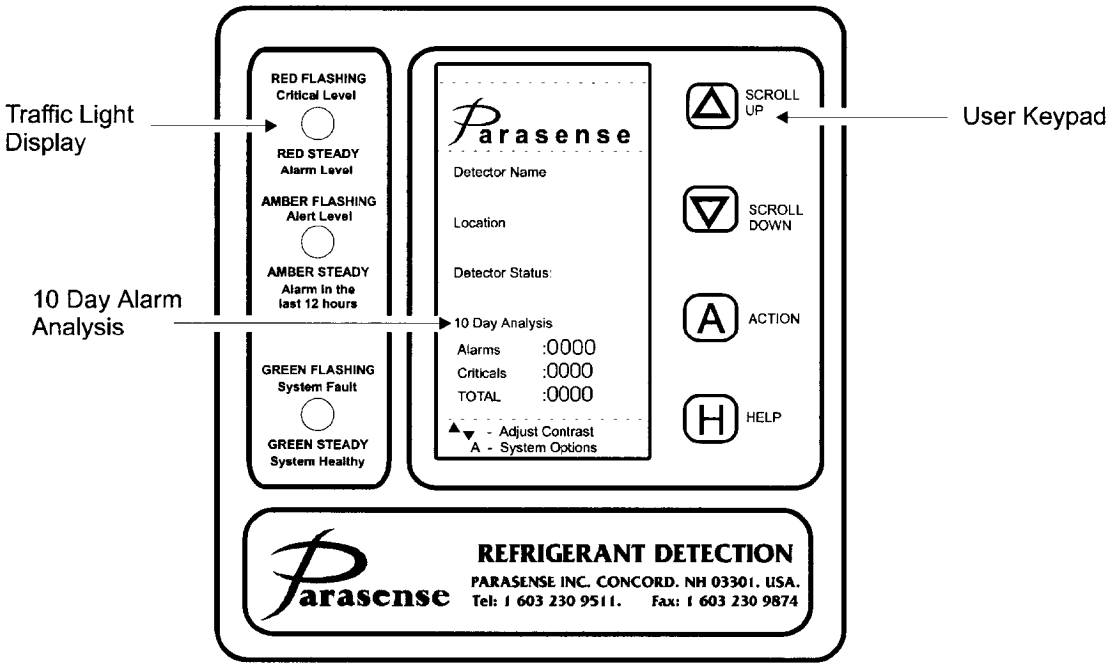

Figure 1-2. Operator’s Keypad Display
c. Alarms can be generated at three different levels described as “Alert,” “Alarm,” and “Critical.” These alarms can be signalled to other devices using the four configurable relays, the two RS-232 communication ports, or the RS-485 communication port. On some ships, the alarm signal is sent to a continuously manned remote location (e.g., Central Control Station or Damage Control Central) to alert supervisory personnel of a refrigerant leak. If the monitor is not mounted within sight of the entrance to the monitored space, a remote beacon sounder can be used to alert personnel that an alarm condition exists. The current alarm status and an analysis of alarms over the preceding 10 days are indicated on the operator’s keypad display (see figure 1-2). Details of system alarms, events, and readings are stored within the monitor and can be accessed via the operator’s keypad. Local and remote access is also available through the RS-232 connection using Parasense SE8000 PC software (refer to paragraph 1-4).
The Parasense 3300 series monitor has a door mounted “traffic light” alarm display, a liquid crystal display (LCD) panel and a 4-button keypad (see figure 1-2). All of the monitor’s features can be accessed or viewed from here by using the keypad functions as described below.
See figure 1-2 for keypad location.